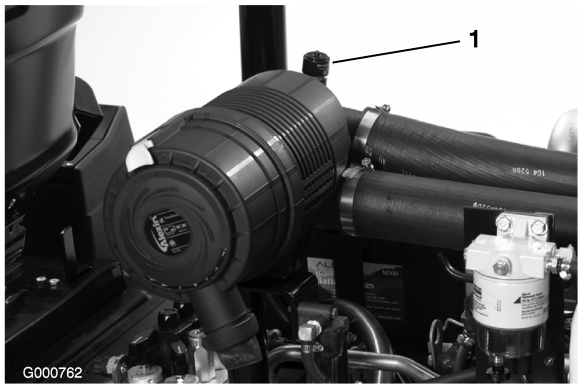

Figuur 38
Geef het luchtfilter uitsluitend een onderhoudsbeurt als de onderhoudsindicator (Figuur 38) dit aangeeft. Als u het luchtfilter vervangt voordat dit nodig is, wordt alleen maar de kans vergroot dat er vuil in de motor komt als het filter wordt verwijderd.
6. Stel de indicator (Figuur 38) opnieuw in als deze rood is.